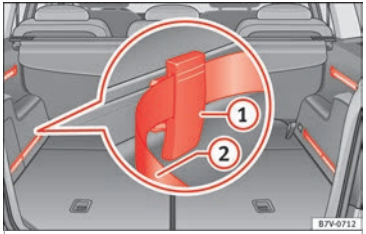

Fig. 168 In the luggage compartment: system including rails, adjustable attachment elements (1) and adjustable tightening straps (2).
- Fit the attachment element with the ruts facing upwards ››› **Fig. 168** (1) to the upper part of the guide and press downwards.